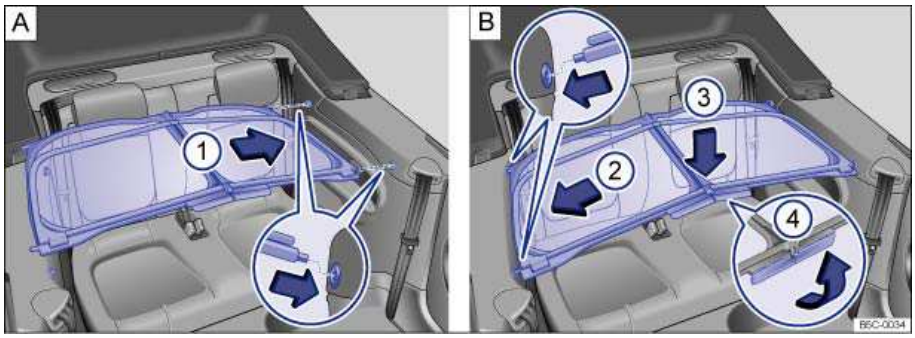

Fig. 39 A: Sliding in the bars on the wind blocker. B: Sliding in the locking pins.
- Insert both pins on the driver side of the wind blocker into the holes in the side trim panel above the rear seats ⇒ fig. 39 **A** (1) (magnified area).
- Fold the handle ⇒ fig. 39 **B** (4) at the front center of the wind blocker upward in the direction of the arrow and hold it in place.
- Insert both pins on the wind blocker on the front passenger side into the holes in the side trim panel above the rear seats ⇒ fig. 39 **B** (2) (magnified area).
- Press down lightly on the center of the wind blocker ⇒ fig. 39 **B** (3) until it locks into place.
- Pull the center of the wind blocker upward opposite the direction of the arrow ⇒ fig. 39 **B** (3).
- Remove both wind blocker retaining pins on the front passenger side from the holes in the side trim panel opposite the direction of the arrows ⇒ fig. 39 **B** (2).
- Remove both wind blocker retaining pins on the driver side from the holes in the side trim panel opposite the direction of the arrows ⇒ fig. 39 **A** (1).